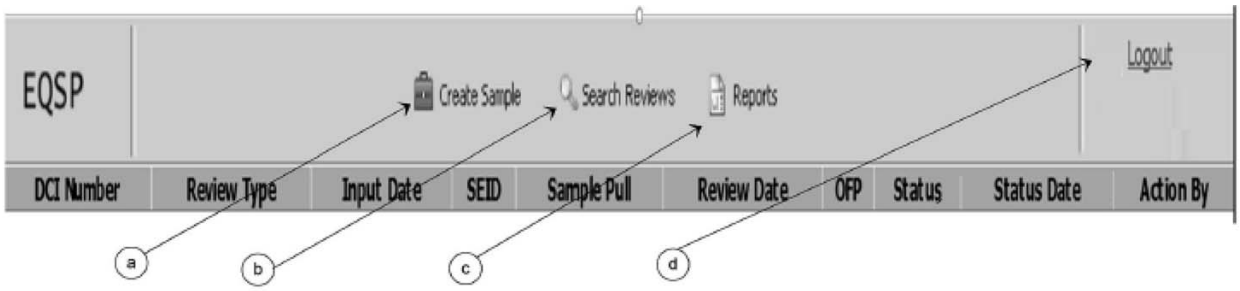

Figure 3.30.30-10 Reviewer's Main Menu Screen
(1) There are several menu options shown on the Reviewer's Main Menu Screen. See **Figure 3.30.30-10.**